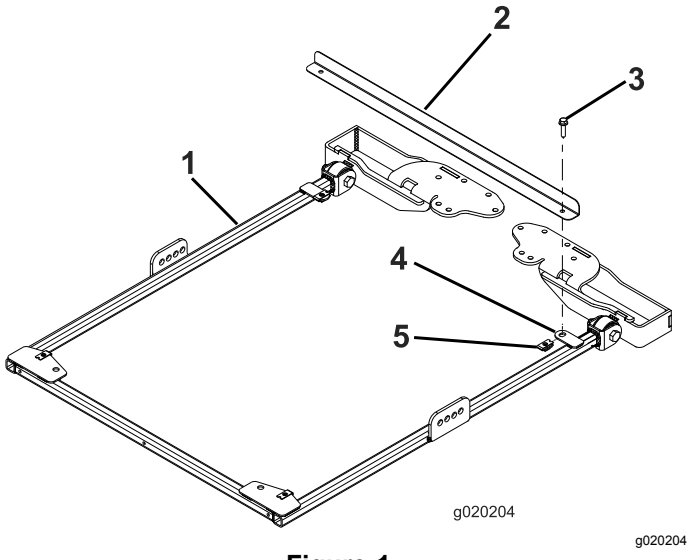

Figure 1
1. Pour aligner correctement le cadre, fixez la barre d'alignement aux pattes de montage à l'arrière du cadre du pare-soleil à l'aide de 2 boulons à embase (5/16" x 1-1/4"), comme montré à la Figure 1.